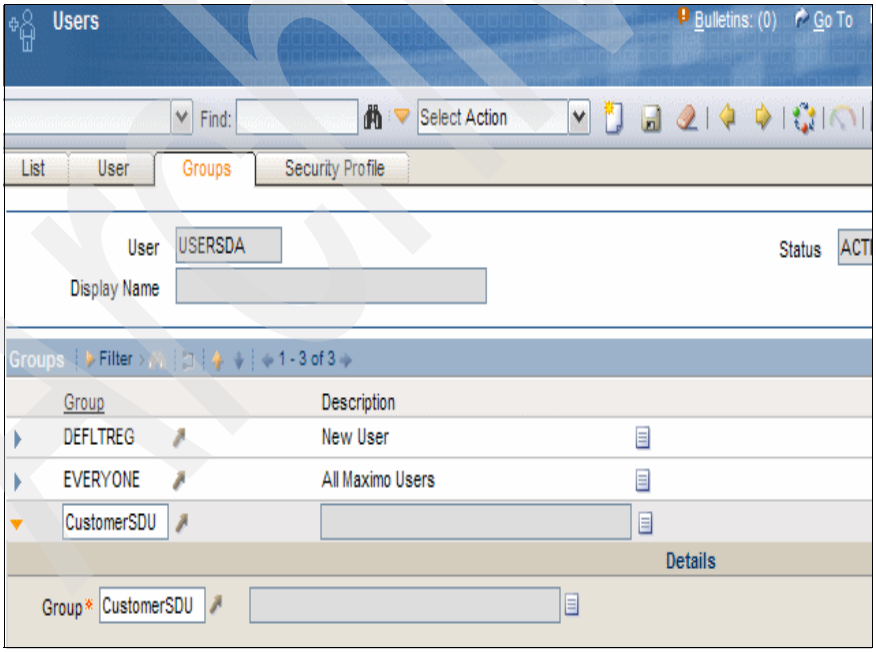

Figure 13-16 Users (SP) application
6. Return to the Users application, move to the **Groups** tab, and add a customer, for example CustomerSDU, as shown in Figure 13-16.